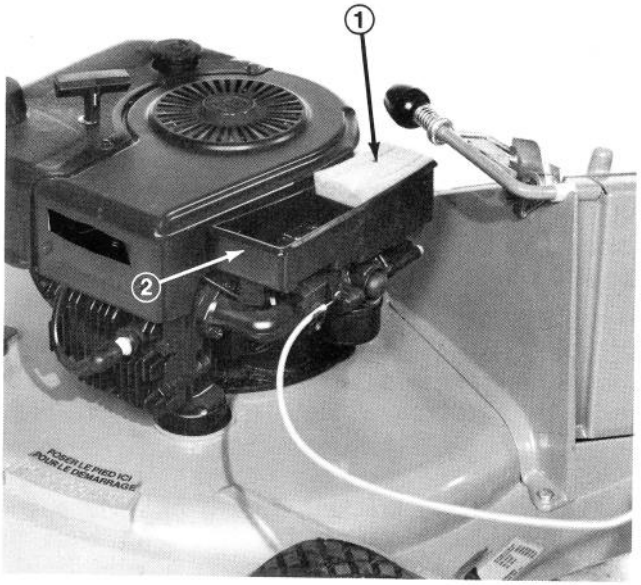

Figure 26
3. Look at top of air cleaner element (Fig. 26). If it is dirty, the element must be removed from air cleaner body (Fig. 26) and cleaned.
D. Place element into the air cleaner body (Fig. 26).